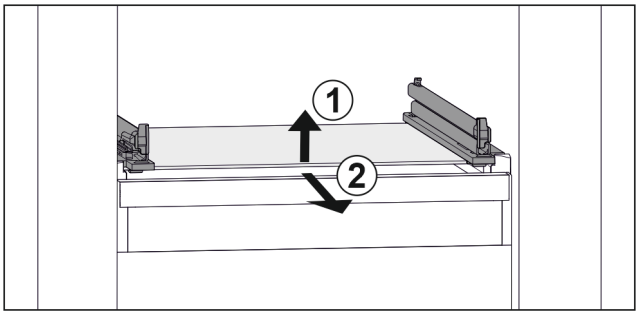

Fig. 76 Beispielhafte Darstellung der Glasplatte
- ▶ Glasplatte vorne anheben. *Fig. 76 (1)*
- ▶ Glasplatte nach vorne entnehmen. *Fig. 76 (2)*